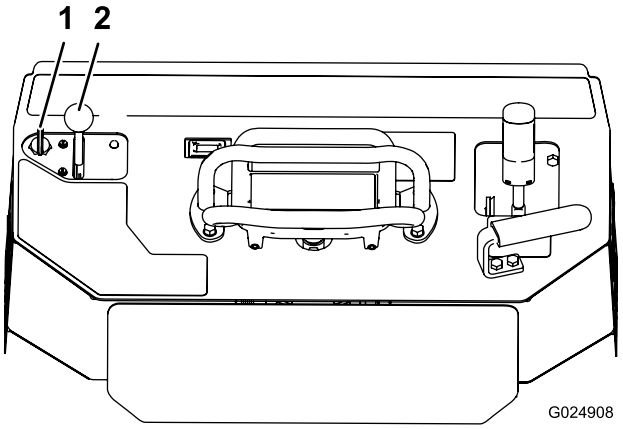

Figur 19
1. Flytta gasreglaget till mittläget mellan långsamt och snabbt (Figur 19).
2. Vrid nyckeln till det påslagna läget (Figur 19). Släpp nyckeln när motorn startar.
3. För gasreglaget till önskat läge (Figur 19).
2. För gasreglaget till det långsamma läget (Figur 19).
3. Vrid nyckeln till av-läget (Figur 19).